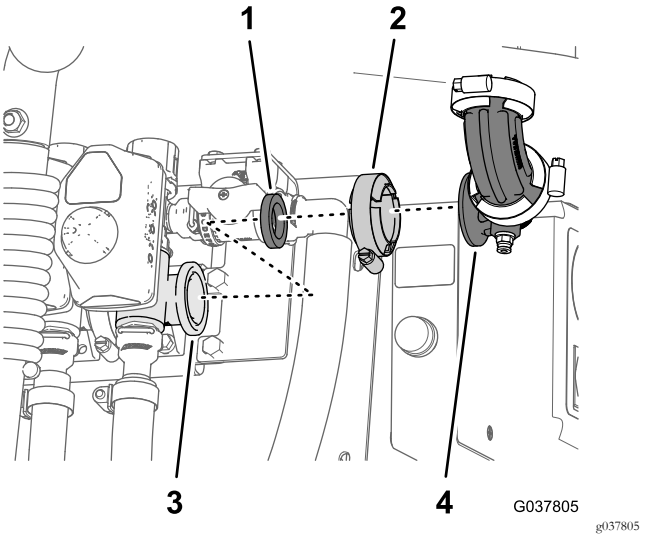

Figura 89
1. Retire la brida de fijación, el codo de 90º y la junta de la brida de la válvula de sección del brazo derecho (Figura 89).